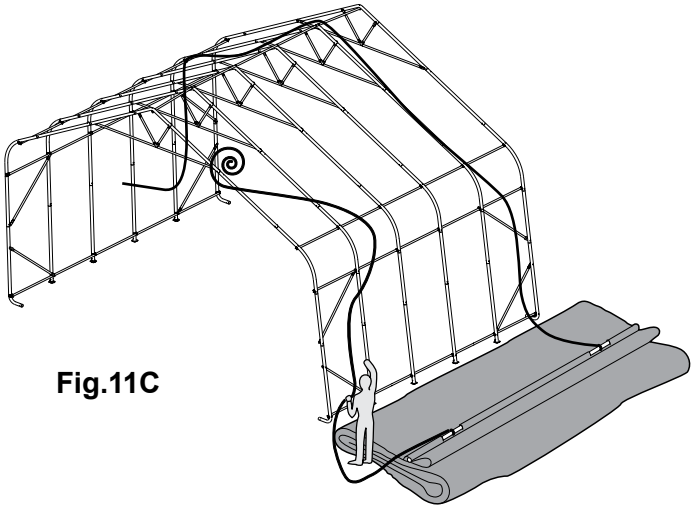

Fig.11C
C. Fixez une corde à chaque tuyau exposé, puis lancez l'autre extrémité de chaque corde par-dessus l'armature (fig. 11C).